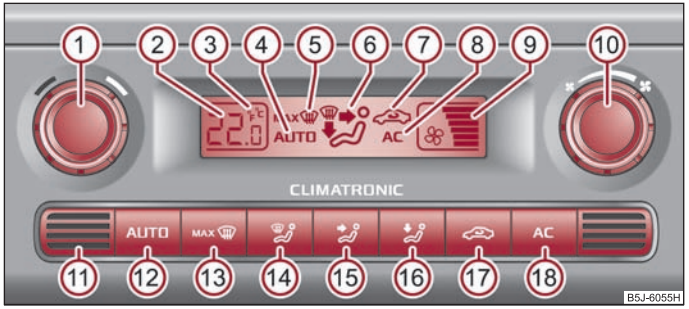

Fig. 92 Climatronic: Elementos de mando
- Pulse la tecla AUTO ⇒ fig. 92.
Pulse y mantenga pulsadas las teclas AUTO y AC ⇒ fig. 92. En el display aparecerán los datos en la unidad de medida deseada de la temperatura.
– Pulse la tecla MAX ⇒ página 88, fig. 92.
– Girar el regulador giratorio (10) ⇒ página 88, fig. 92 hacia la izquierda (disminuir el número de revoluciones del ventilador) o hacia la derecha (aumentar el número de revoluciones del ventilador).